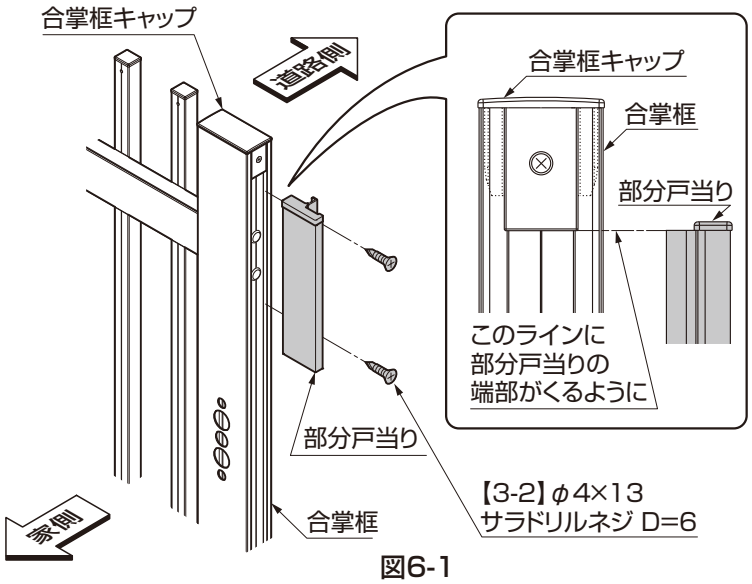

図6-1
①部分戸当りを合掌框に引っ掛けてはめ込み、【3-2】で取付けてください。(図6-1参照)